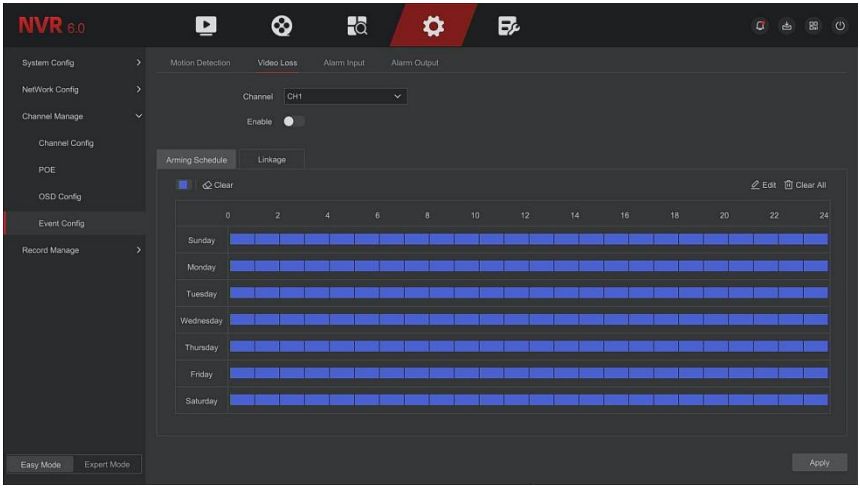

Figure 5-41
Step 1: In the main menu, choose "Config → Easy Mode → Event Config → Video Loss" toenter Video Loss interface, as shown in Figure 5-41 below.